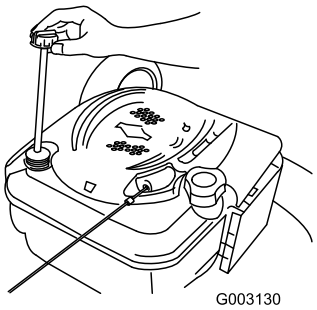

Figuur 34
6. Neem de peilstok uit de vulbuis (Figuur 34).